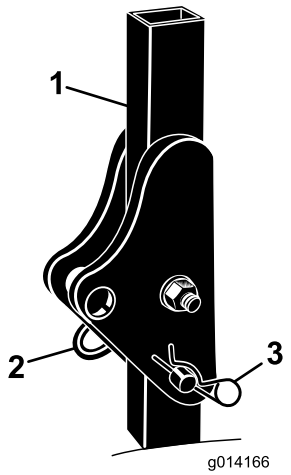

Figur 5
1. Ta bort hårnålssprintarna och de tapparna från störtbågen (Figur 5).
2. Fäll upp störtbågen till upprätt läge, sätt i de två tapparna och spärra dem med hårnålssprintarna (Figur 5).